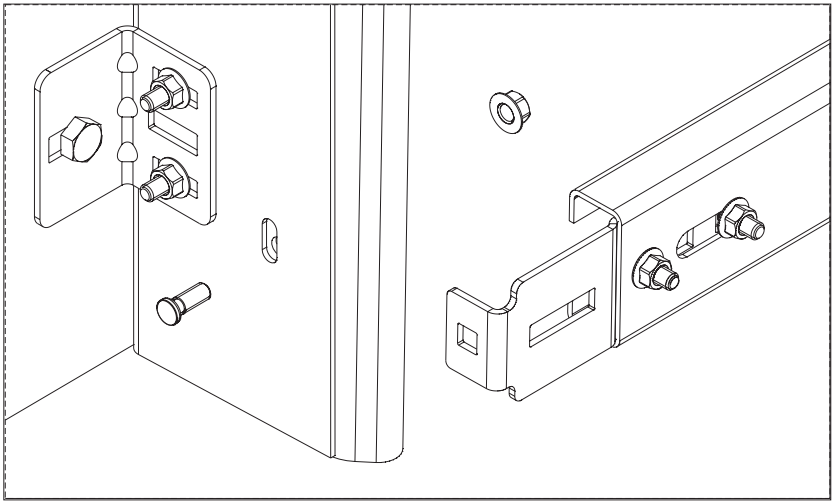

*Рис. 11.1*
8) демонтировать мерную планку, для чего отвернуть гайки нижних пресс-болтов и извлечь их (рис.11.1);